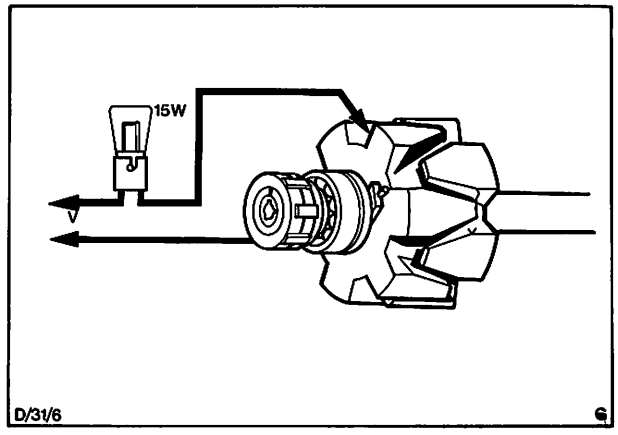

Abb. 24 Isolation der Läuferwicklung prüfen
b) Isolation der Läuferwicklung prüfen, Abb. 24. Stromquelle über eine 15-Watt-Prüflampe zwischen einen der Schleifringe und einen der Läufer-Klauenpole anschließen. Leuchtet die Prüflampe auf, so deutet dies auf mangelhafte Isolation der Läuferwicklung.